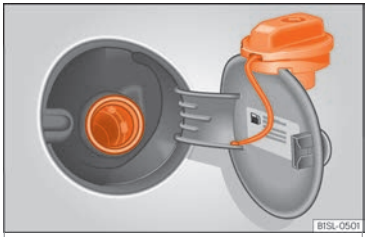

Fig. 40 Open fuel tank flap with tank cap in the holder
- Take out the fuel tank plug by turning it in an anticlockwise direction and rest it on the upper part of the fuel tank flap ››› Fig. 40.